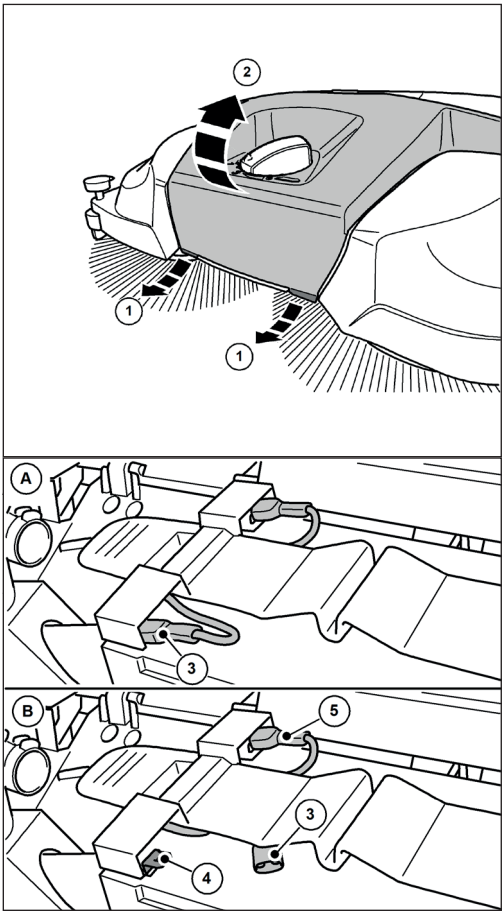

Abb. 24: Accuaansluitkabel losmaken
3. Maak de blauwe accuaansluitkabel (3) los van het insteeklipje (4) van de accu.
» Zorg ervoor dat de blauwe accuaansluitkabel (3) niet onbedoeld contact kan maken met het insteeklipje (4) door invloeden van buitenaf, zoals beweging van het apparaat (zie Fig. 24 Afbeelding B).